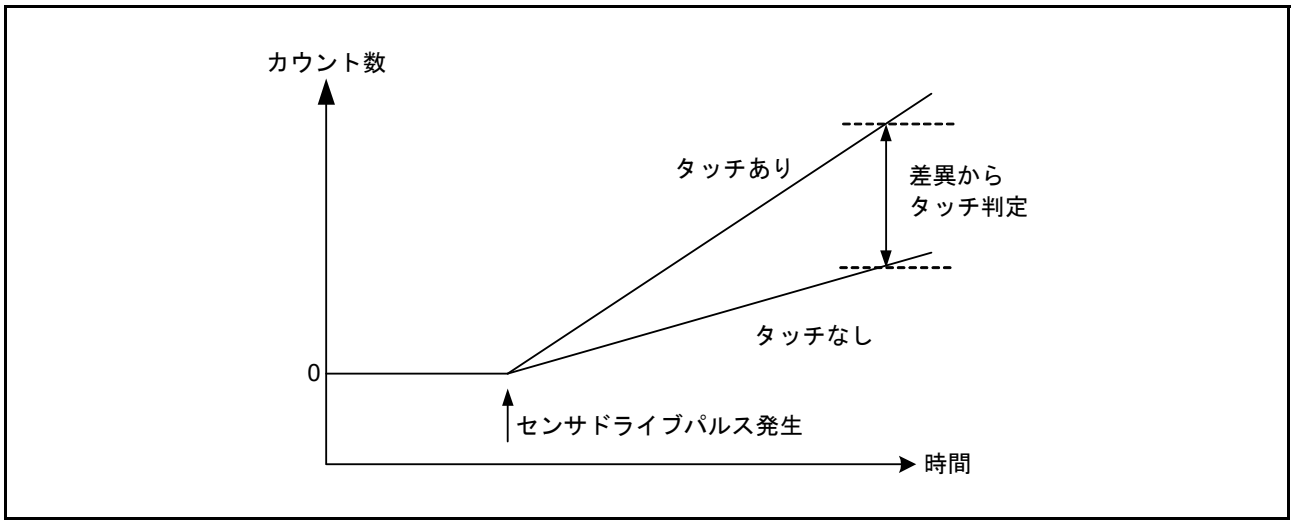

図 51.7 接触／非接触による計測値の変化
3. 1. と 2. の手順で電極の充放電を繰り返すことで、スイッチドキャパシタフィルタに電流が流れます。この時点で指が接近していれば、容量および流れる電流が変化します。TSCAP 電源を生成する回路からスイッチドキャパシタフィルタに流れる電流に比例した制御電流を ICO に供給することで、クロックを生成します。カウンタは、指が接近しているかどうかにより変化するクロック周波数を計測します。ソフトウェアは、カウンタから読み出した値に基づき指の接触を判断します。図 51.7 を参照してください。